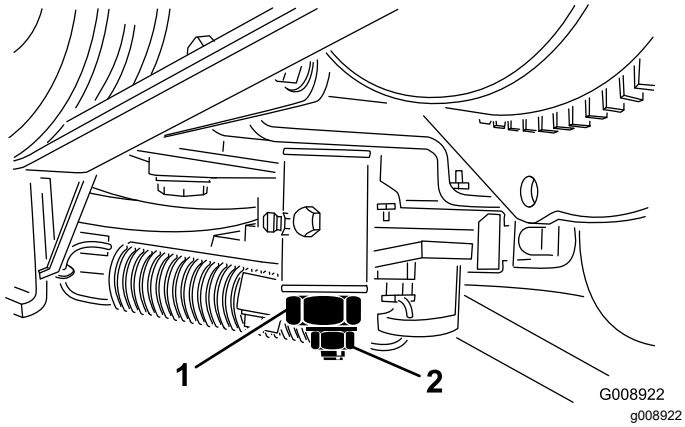

Figur 59
3. Løsne låsemutteren på trekkjusteringskammen (Figur 59).